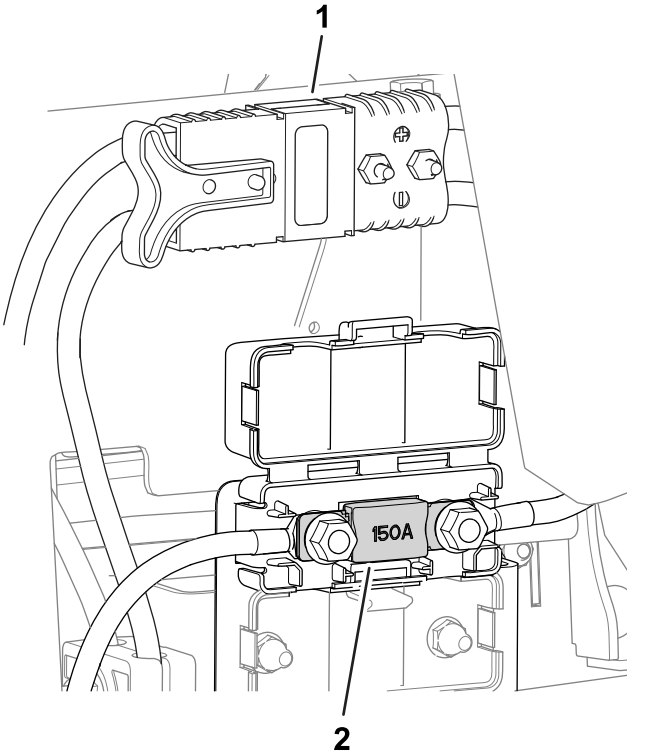

Figura 60
- El fusible del sistema eléctrico está situado debajo de los conectores eléctricos principales (Figura 60).